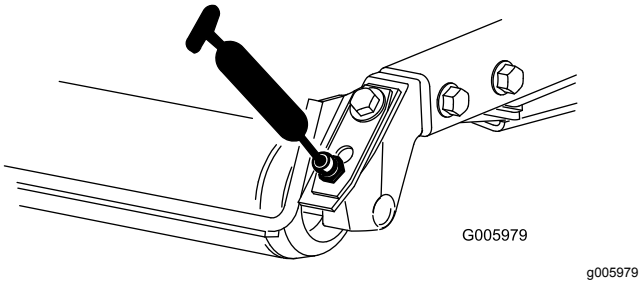

Figur 48
- Bagrullelejer (2 pr. klippeenhed) (Figur 48)